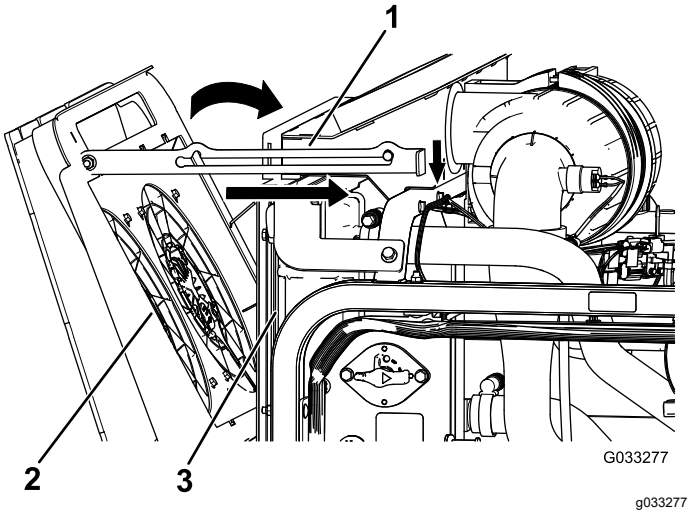

Figuur 118
4. Draai de koelventilators van de motor naar voren en zet de steunstang vast in de inkeping (Figuur 118).